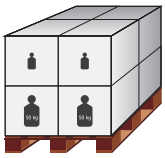

rys. 5
- Elementy składowe palety powinny być ułożone równomiernie, w sposób uniemożliwiający przechylanie się całości towaru na boki podczas transportu. Elementy przesyłki nie powinny wystawać poza obrys palety **(rys. 5)**.